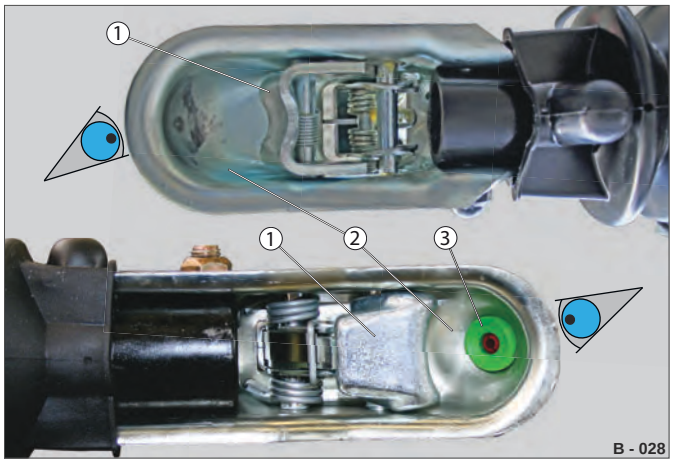

Fig. 6 Eksempel: Kuglekoblinger nedefra
▶ Kontrollér regelmæssigt tilstanden på koblingsskålen (Fig. 6 /1) og kalotten (Fig. 6 /2) visuelt.